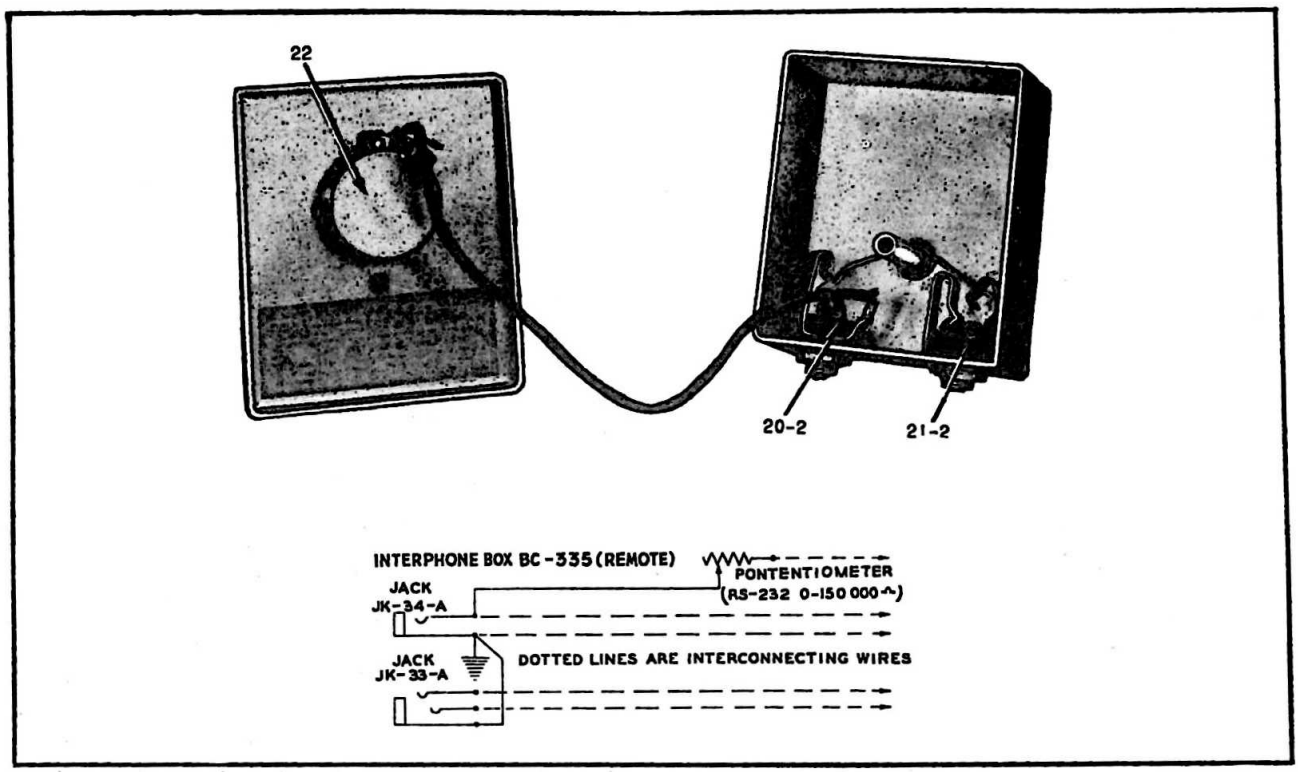

Figure 1-13. Interphone Box BC-335—Interior View and Schematic Diagram
(3) INTERPHONE BOXES.—Remove the cover portion and inspect the interior of the interphone boxes for damage from moisture, vibration or other causes, In particular, note whether the microphone jack (JK-33-A) is corroded. If any parts are defective, replace the unit with one known to be good, and return the defective item to proper agency for repair.
(4) OTHER PARTS. — Examine the various switches, plugs, jacks, cordage, etc. (See Figs. 1-13 and 1-14), and repair or replace defective items.